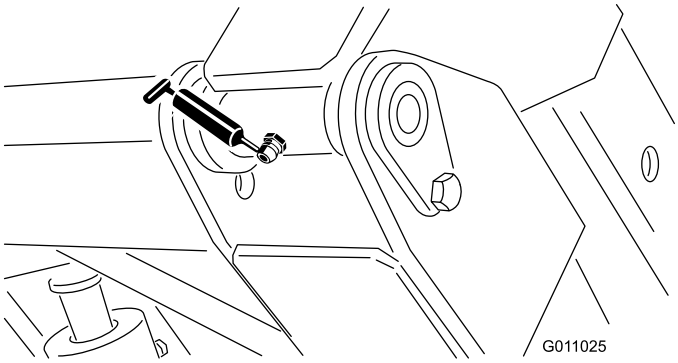

Figur 32
- Tragtbeholderens drejetap (øvre) (2) (Figur 32).